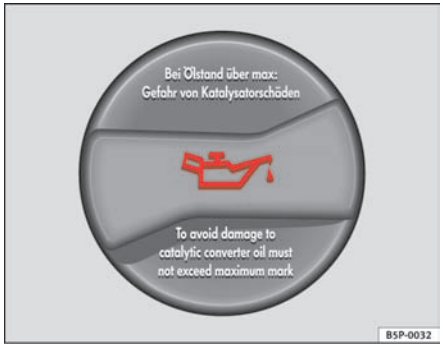

Fig. 146 In the engine compartment: Engine oil filler cap
- Unscrew cap from oil filler opening ⇒ fig. 146.
- As soon as the oil level is in area (B), carefully close the cap.